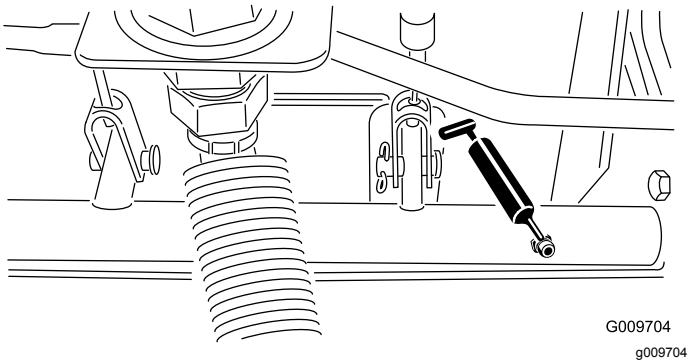

Rysunek 43
- Łożyska czopu czołowego wału hamulca (5) (Rysunek 43)